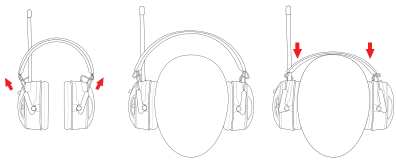

Figure 1 Figure 2 Figure 3
- Fully extend sliders (Figure 1).